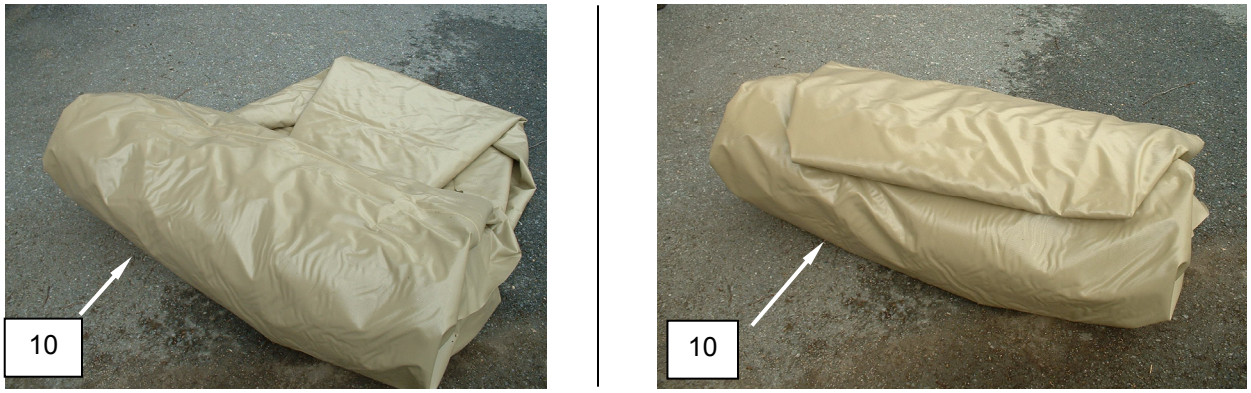

Figure 9. Prepare the 3000 Supply Water Tank for Movement.
19. Roll the tank and ground cloth **(Figure 9, Item 10)** into a 2-ft by 4-ft cylinder.